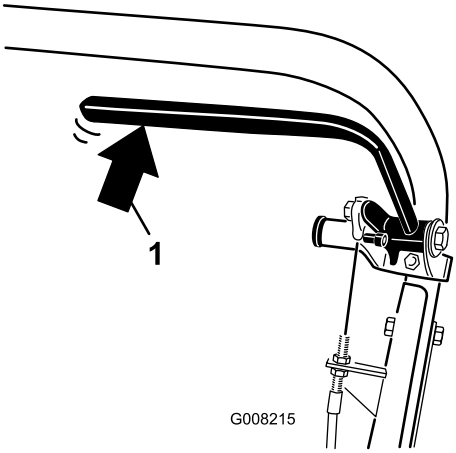

Figur 31
2. Brug en fjedervægt, og tryk bagud på driftsbremsegrebet (Figur 31). Parkeringsbremsen bør udløses, når en kraft på 13,5 til 18 kg nås. Hvis parkeringsbremsen udløses, før en kraft på 13,5 til 18 kg nås, skal bremsekablet justeres. Fortsæt til trin 3.